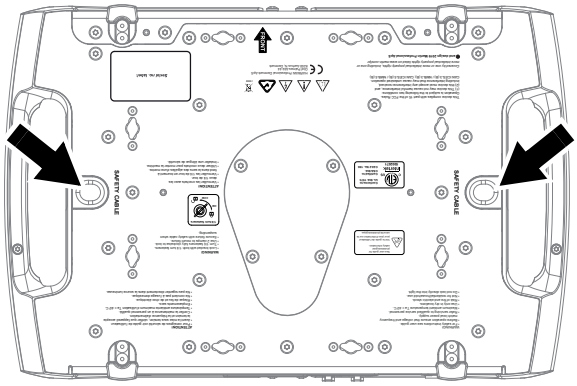

Bild 6: Ankerpunkte des Sicherungsseils
6. Siehe Bild 6. Montieren Sie ein zugelassenes Sicherungsseil, das für das Gewicht des Geräts ausgelegt ist. Führen Sie das Sicherungsseil durch einen der Ankerpunkte an der Basis des Geräts (Pfeil) und durch einen sicheren, zweiten Ankerpunkt. Das Gerät muss zuverlässig gehalten werden, wenn die primären Anschlag mittel versagen. Halten Sie das Sicherungsseil so kurz wie möglich.